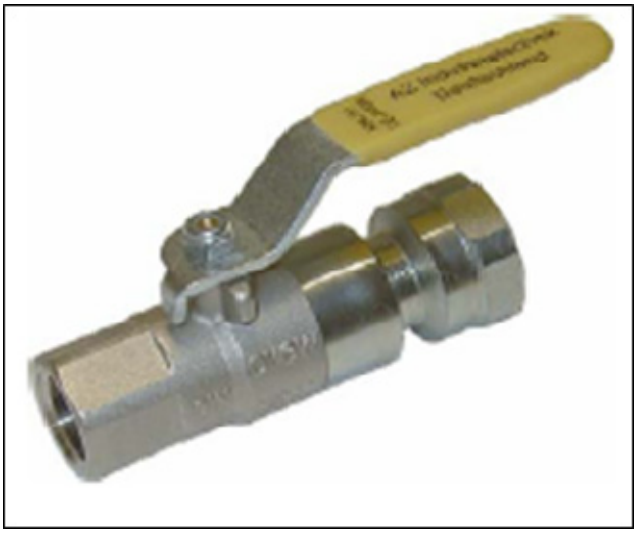

Abb. 39: Geräteabsperrhahn
1. Öffnen Sie zuerst den Geräteabsperrhahn, der sich am Ende des flexiblen Gasanschlusses befindet [Abb. 39].
2. Öffnen Sie den Prüfnippel Eingangsdruck. Schließen Sie das Druckmessgerät am Prüfnippel ① an und messen Sie die Höhe des Anschlußdruckes.